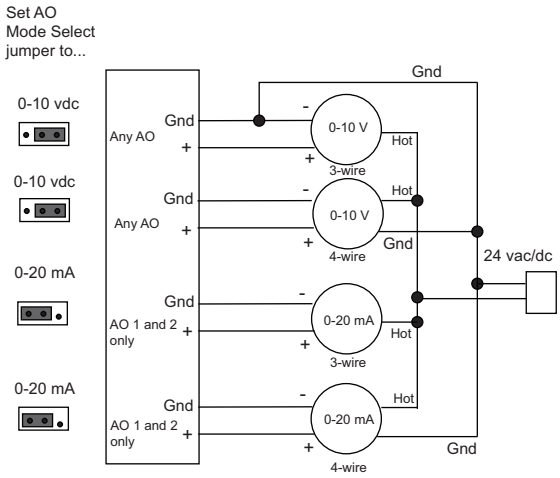

Fig. 4 — Connect Analog Output Wiring to Screw Terminals
5. Connect the analog output wiring to the screw terminals on the UC Open XP and to the controlled device. See Fig. 4.